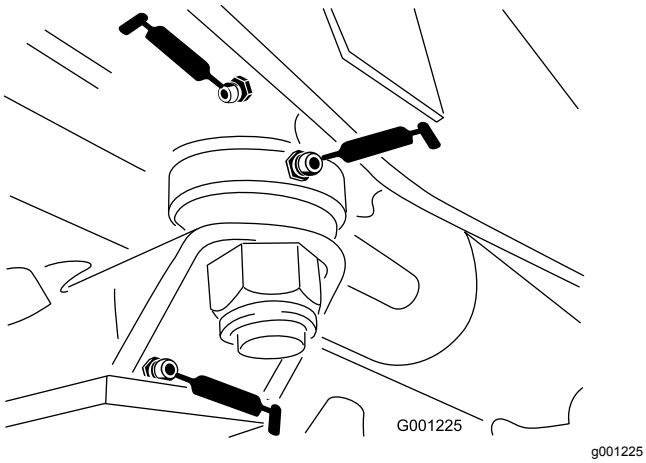

Figur 41
- Styreplatehylser (Figur 41)
- Akselpinnehylse (Figur 41)